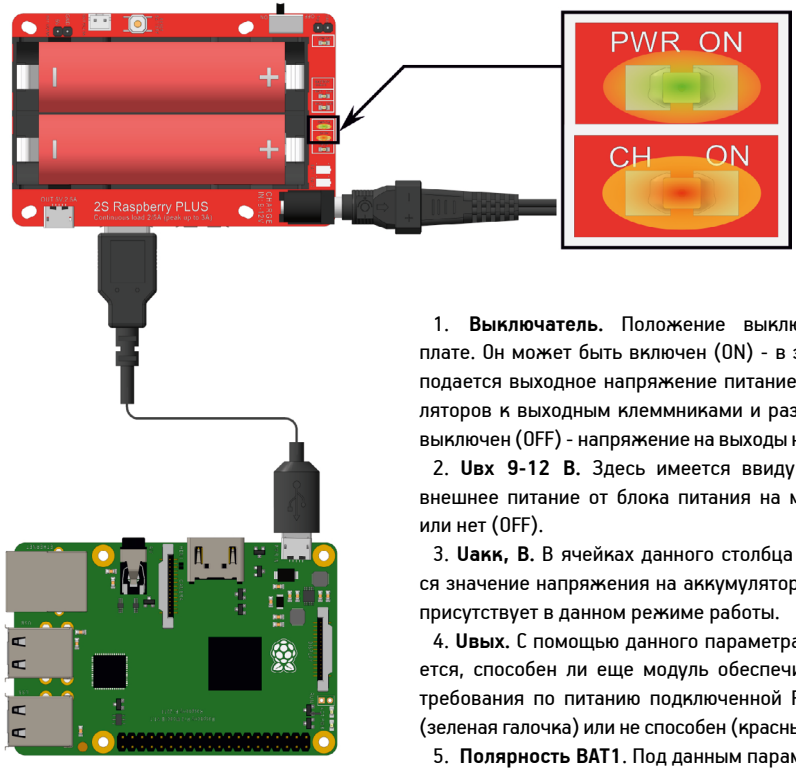

Рис. 3.7
5. Заряд аккумуляторов выполняется путем подключения к модулю штекера 2.1x5.5 мм от любого внешнего блока питания, который способен выдавать постоянный ток не менее 500 мА (именно таким током выполняется заряд) с напряжением от 9 до 12 В. Как уже говорилось выше, о режиме заряда свидетельствует индикатор CH ON. При этом допускается одновременные зарядка аккумуляторов и питание подключенных к модулю устройств (Рис. 3.7).